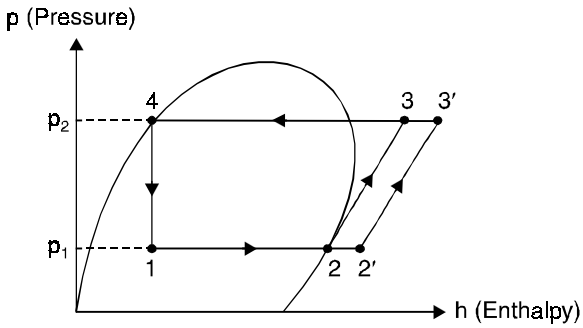

Fig. 14.17. Effect of superheating.
3. **Effect of superheating.** As may be seen from the Fig. 14.17 the effect of superheating is to increase the refrigerating effect but this increase in refrigerating effect is at the cost of increase in amount of work spent to attain the upper pressure limit. *Since the increase in work is more as compared to increase in refrigerating effect, therefore overall effect of superheating is to give a low value of C.O.P.*